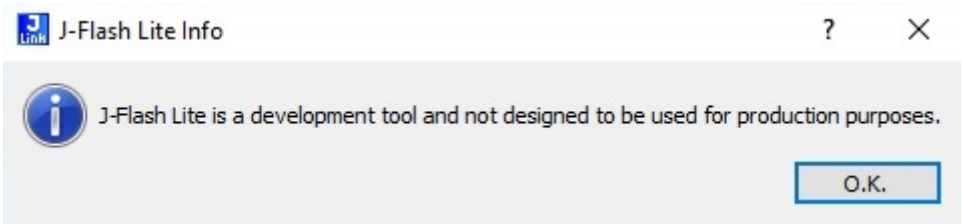

Рисунок 1 - Окно с предупреждением
1. Запустить J-Flash Lite. Появится окно с предупреждением, что J-Flash Lite является средством для разработки и не предназначен для производства (рисунок 1). Нажать "OK"